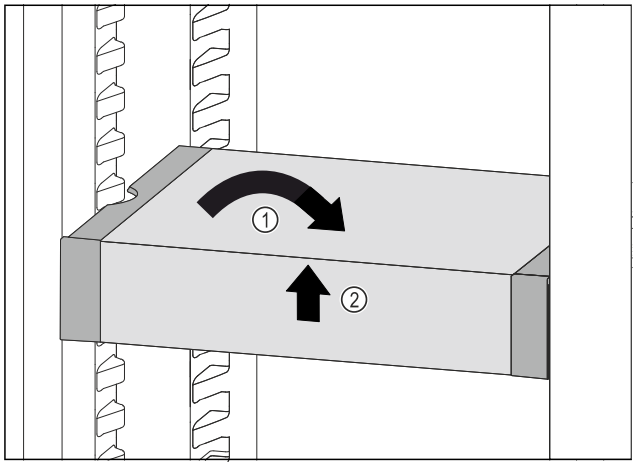

Fig. 192
▶ 将 VarioSafe 放平。 *Fig. 192 (1)*
▶ 抬起 VarioSafe 前部。 *Fig. 192 (2)*